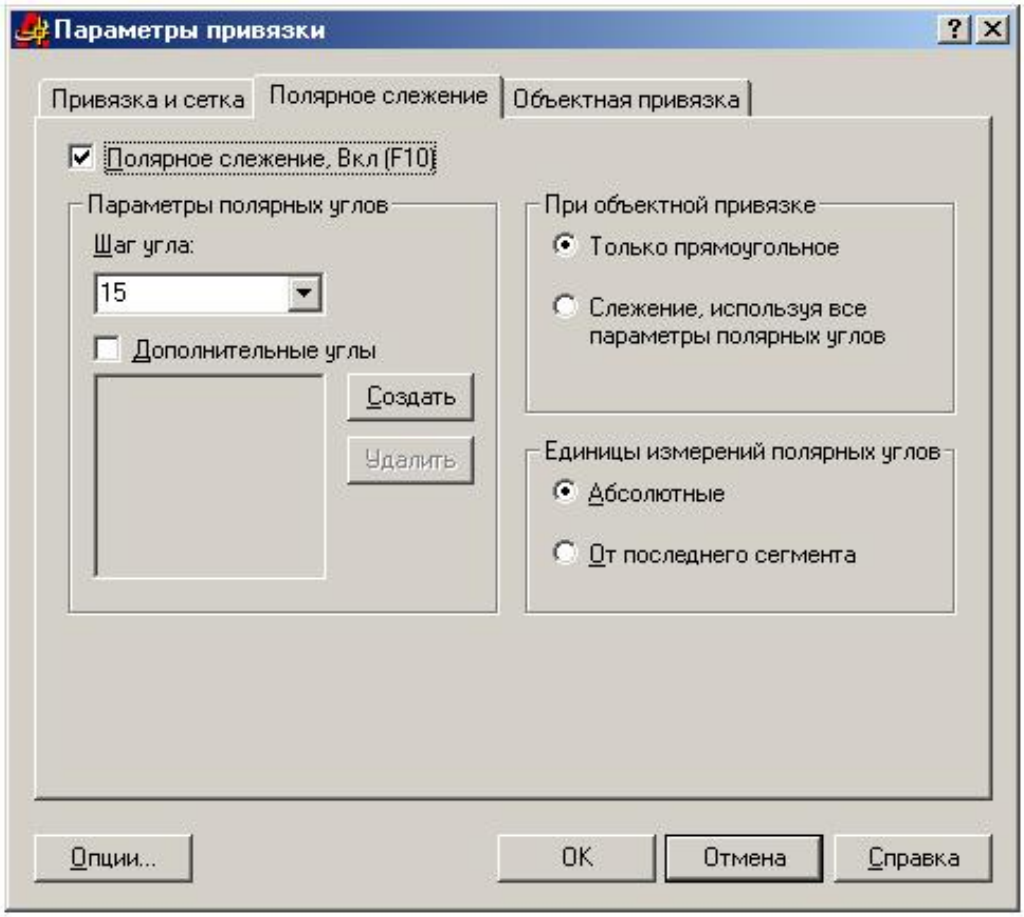

рис. 8
6. Нарисуйте линию в режиме отслеживания полярных координат. Для этого предварительно нажмите на кнопку **ПОЛЯР** (**POLAR**) в строке состояния. Установка шага отслеживания осуществляется в окне **Параметры чертежа (Drafting Settings)** на вкладке **Полярное слежение (Polar Tracking)** . Вызов окна осуществляется командой **Инструменты/Параметры чертежа (Tools/Drafting Settings)** или нажмите ПКМ на кнопке ПОЛЯР (**POLAR**) и выбором команды **Параметры (Settings)**. Установите шаг угла 15 и при смещении указателя мыши по кругу посмотрите изменение полярных координат (рис. 8).